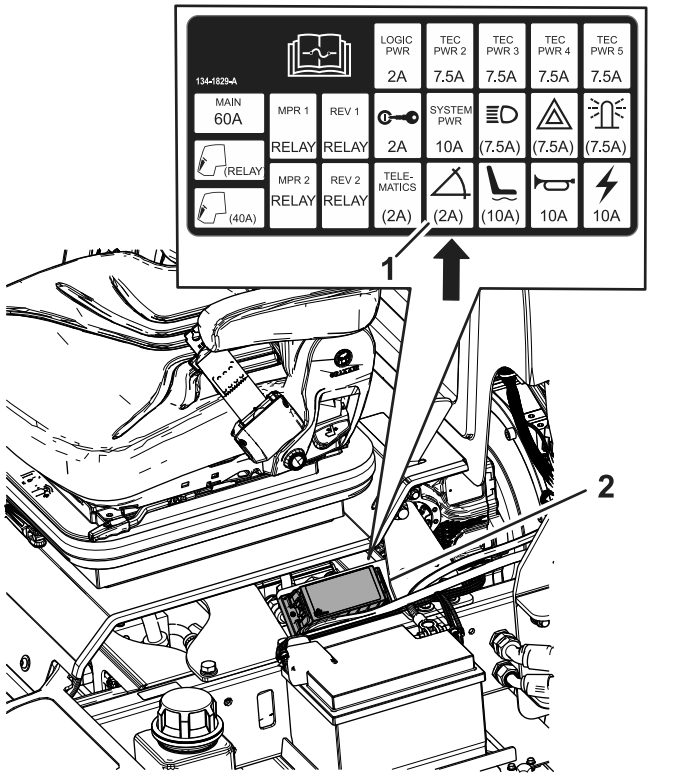

Bild 4
4. Entfernen Sie die Abdeckung des Sicherungskastens und installieren Sie die Sicherung an der in Bild 4 gezeigten Stelle.